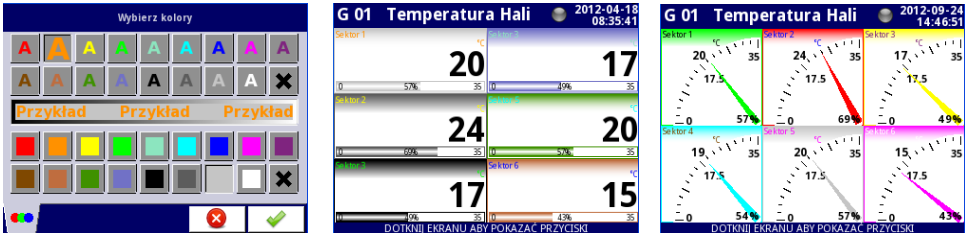

Rys. 7.149. Ekran wyboru kolorów Stylu oraz przykładowe widoki kanałów o zmienionych stylach
- **Styl** – definiuje kolor w jakim będzie rysowany kanał logiczny wybrany w danym slocie. Można w nim określić kolor czcionki w kanale (poza kolorem wartości) oraz kolor rysowania wszystkich elementów związanych z wizualizacją kanału (patrz **Rys. 7.149**). Za pomocą czarnych przycisków **X** na ekranie wyboru kolorów, można